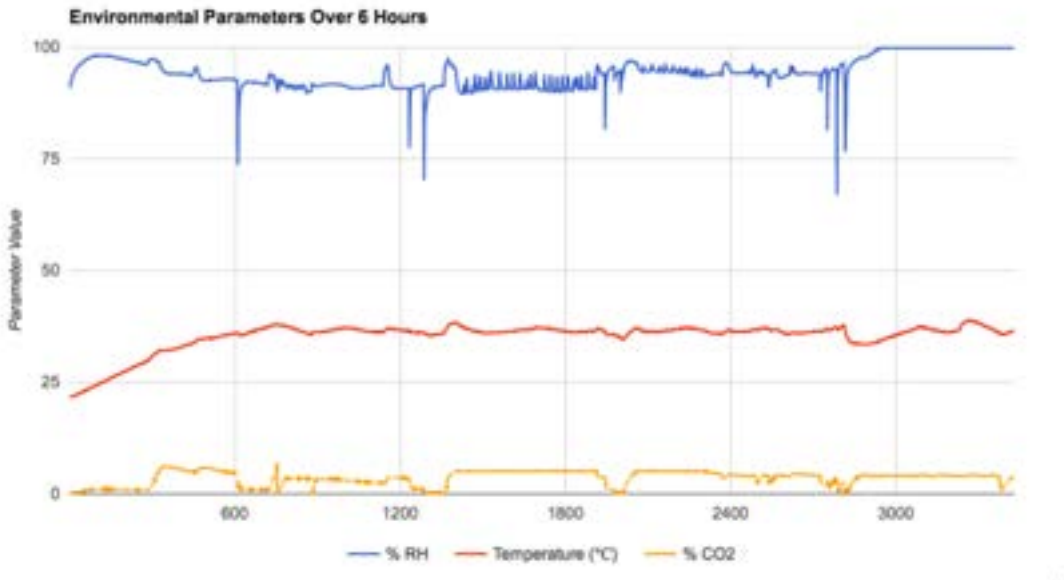

Figure 1: 2017 team environmental testing results
- While the MHZ –16 was specified to measure with a 200 ppm accuracy and the data in Figure 1 (below) shows relatively steady state CO2 measurement of 50,000 ppm (5%), during cell culture media was observed to yellow.